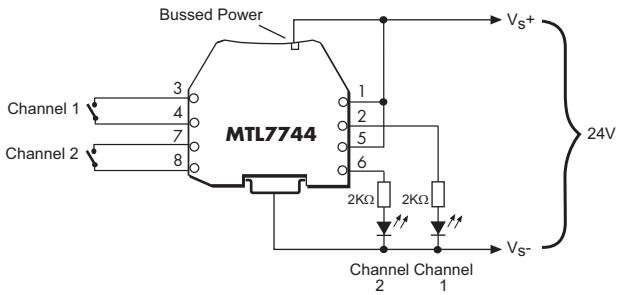

Figure 29: Test circuit for MTL7744
a) Connect the barrier as shown in figure 29.